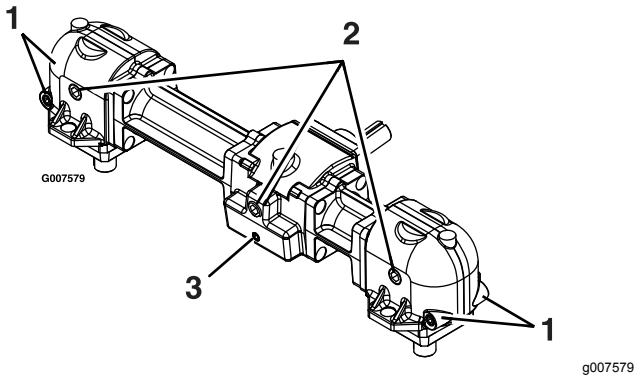

Figur 35
6. Fjern den store oljetappepluggen på forsiden av hver av de tre girkasseseksjonene, og tapp oljen (Figur 35).